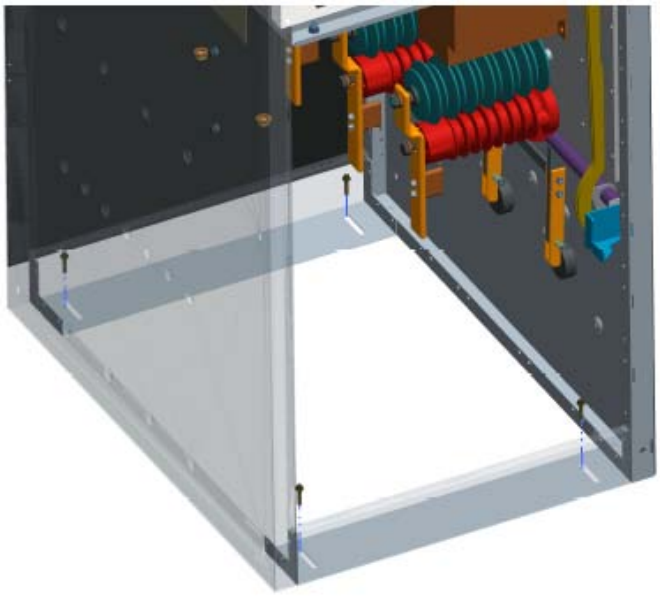

Figure 4: Montage: Fixation d'une cellule DF-2.
- Ancrer celle ci au sol à l'aide de quatre boulons. Pour ce faire, utiliser les trous prévus. Voir la Figure 4.